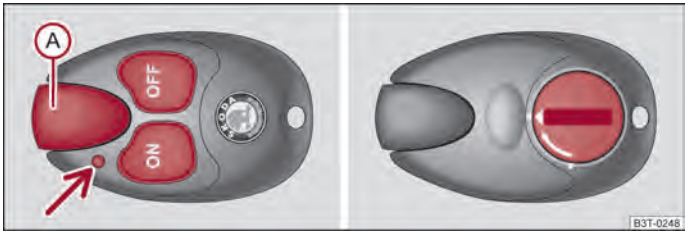

Fig. 97 Auxiliary heating: Radio remote control/bottom of the radio remote control with the battery cover
If the battery is properly charged, the effective range is up to 600 m. For switching on or off the auxiliary heating, hold the remote control vertically with the antenna Ⓐ ⇒ fig. 97 towards the top. You must not cover over the antenna with the fingers or the palm of the hand. Obstacles between the radio remote control and the vehicle, bad weather conditions and a weaker battery can clearly reduce the range.
The warning light in the radio remote control ⇒ fig. 97 indicates after a keystroke if the remote control signal was received by the auxiliary heating and if the battery is adequately charged.
If the warning light of the radio remote control indicates a weak or discharged battery, ⇒ fig. 97, it must be replaced. The battery is located under a cover on the back of the radio remote control.
– Insert a flat, blunt object, such as a coin, into the gap of the battery cover, turn it against the direction of the arrow up to the mark, and unlock the cover ⇒ fig. 97 - right.